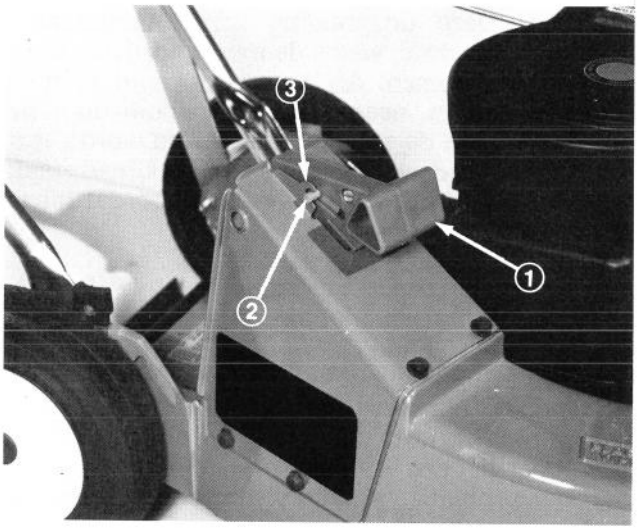

Afbeelding 13
1. Wees er zeker van, dat de deurhandle van de koker helemaal naar voren is en dat de klinkpen in de klink rust (Afb. 13). De kokerdeur is nu dicht.